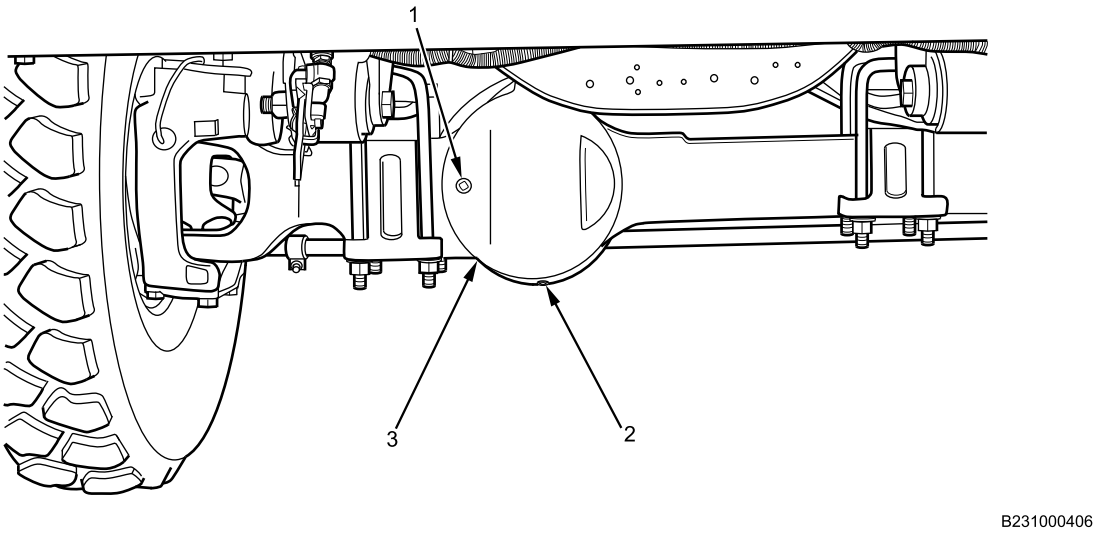

Figure 2. Front Axle Differential Case.
1. Install magnetic drain plug (Figure 2, Item 2) and torque drain plug to 35-50 lb-ft (48-68 N•m).
2. Access hole opening for fill plug (Figure 2, Item 1) and begin filling front axle differential case (Figure 2, Item 3) with Meritor GL-5, SAE 85W/140 gear oil axle differential lubricant.
3. Fill front axle differential case (Figure 2, Item 3) with oil until oil starts to come out of differential case hole for fill plug (Figure 2, Item 1). Lubricant fluid should be level with differential fill plug hole.
4. Install and torque fill plug (Figure 2, Item 1) to 35-50 lb-ft (48-68 N•m).